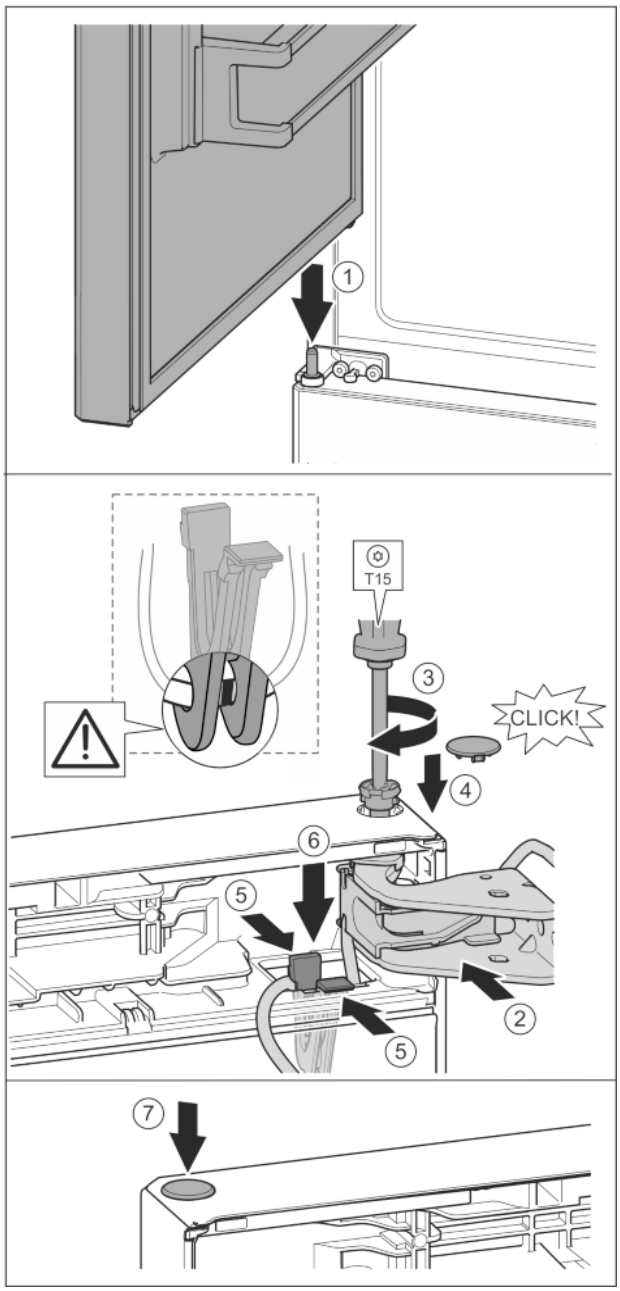

Fig. 36
▶ Place the upper door on the centre bearing pins *Fig. 36 (1)*
▶ Align the top of the door with opening in the bearing bracket. *Fig. 36 (2)*
▶ Insert the bolt and tighten with a T15 screwdriver. *Fig. 36 (3)*
▶ Fit the protective cover to protect the door: Insert the protective cover and check that it is attached to the door. If not, insert the bolt fully. *Fig. 36 (4)*
▶ Insert the holder with its cable into the opening. *Fig. 36 (5)*
▶ Press the holder downwards until the tab clicks into place. *Fig. 36 (6)*
▶ Insert the plugs. *Fig. 36 (7)*